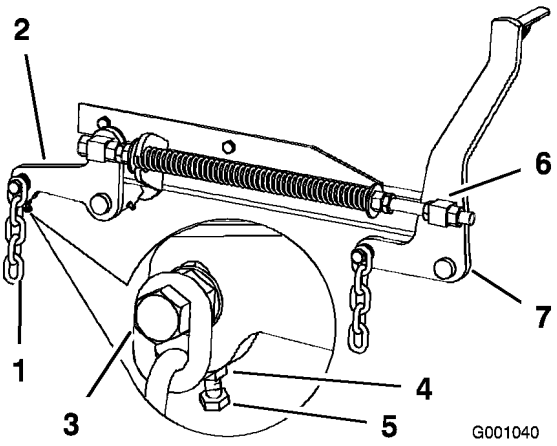

Figur 73
7. Om måtten vid punkt **B** eller **C** är felaktiga ska du lossa den bult som håller fast den bakre kedjan vid den bakre stödarmen (Figur 73).
8. Lossa kontramuttern under den bakre stödarmen och anpassa justerskruven så att du får ett mätvärde på mellan 79 och 83 mm (Figur 73).
7. Lossa kontramuttrarna för de främre lekarna framtill på höger och vänster lekare cirka 13 mm (Figur 73).
8. Justera lyftmuttrarna på både vänster och höger sida av maskinen för att få en inställning som är 6 till 10 mm lägre fram vid A än bak vid **B** (Figur 73).